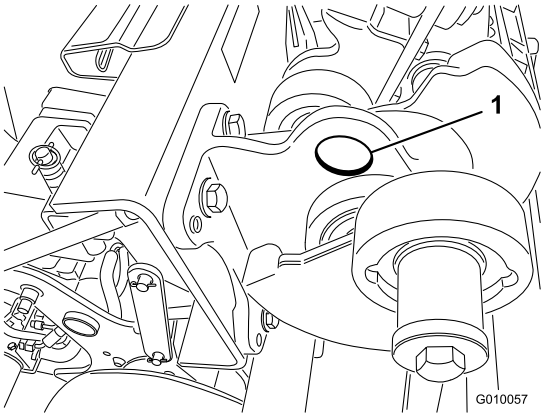

**Figuur 42**
**Opmerking:** Als deze beschikbaar is, kan er een takel worden gebruikt om de achterzijde van de machine omhoog te brengen. Gebruik de ringen in de lagerbehuizing van de beluchtingskop om de takel te bevestigen (Figuur 42).